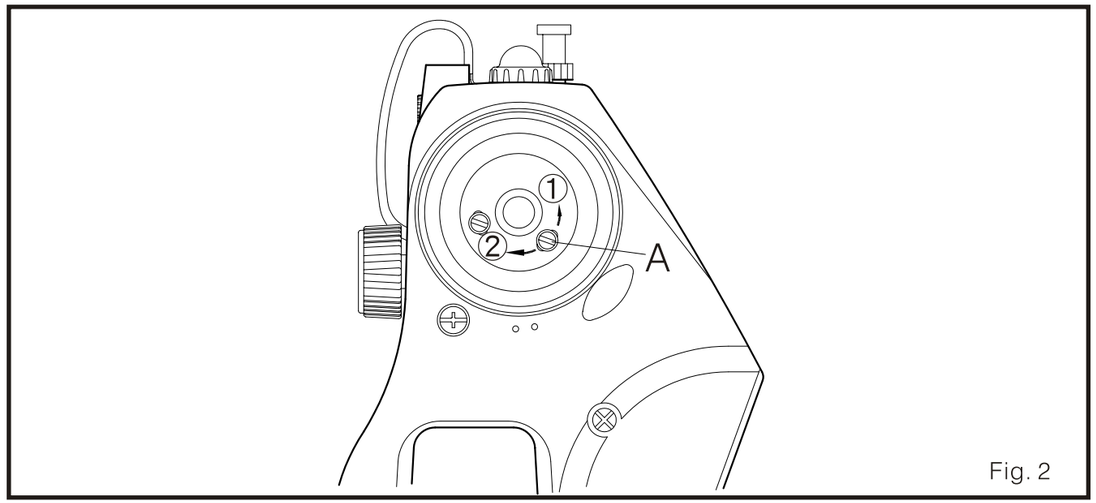

Fig. 2
2. Ajustar la posición de parado de la aguja (Fig. 2)